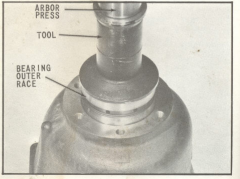

Fig. 27 Installing Outer Bearing Race
20. Lubricate the outer diameter of outer race with automatic transmission fluid and press it into the reduction housing, using a suitable tool as shown in (Fig. 27), until the outer race is seated firmly against the shoulder in the reduction housing.